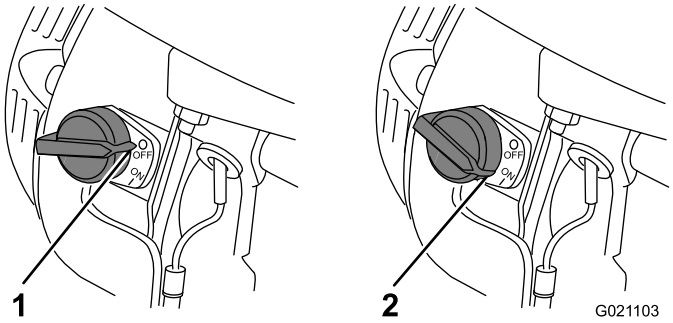

Figure 17
La commande Marche/Arrêt (Figure 17) permet de démarrer et d'arrêter le moteur. Cette commande est située à l'avant du moteur. Tournez la commande en position de marche (ON) pour démarrer le moteur et le faire tourner. Tournez la commande en position d'arrêt (OFF) pour arrêter le moteur.